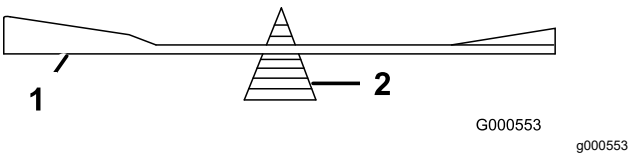

Figuur 64
2. Controleer de balans van het mes met een mesbalans (Figuur 64).